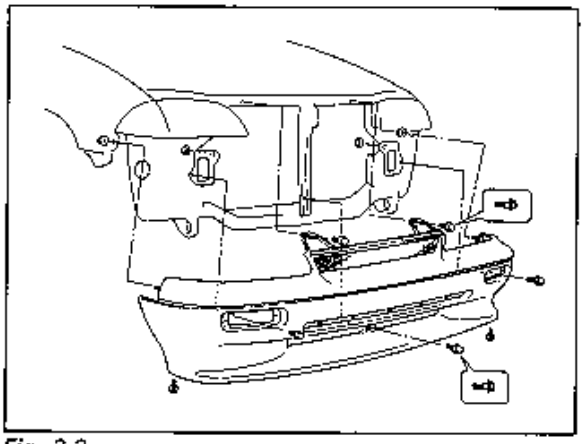

Fig. 2-2
3) Quite los pernos y las tuercas de fijación del parachoques mostrados en la Fig. 2-2.